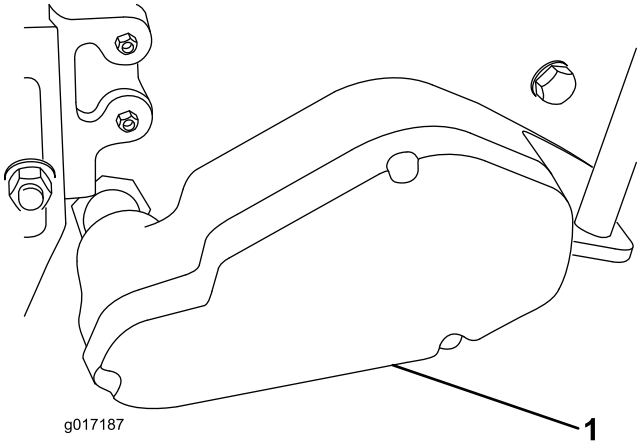

Figur 10
25. Monter dekslet på huset med de tre nye sokkelhodeskruene og låseskivene som følger med i settet. (Figur 10).